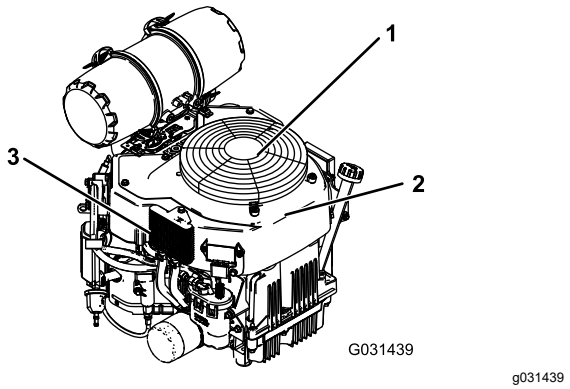

Figura 68
3. Retire la rejilla de entrada de aire y la carcasa del ventilador (Figura 68).
5. Instale la rejilla de entrada de aire y la carcasa del ventilador (Figura 68).